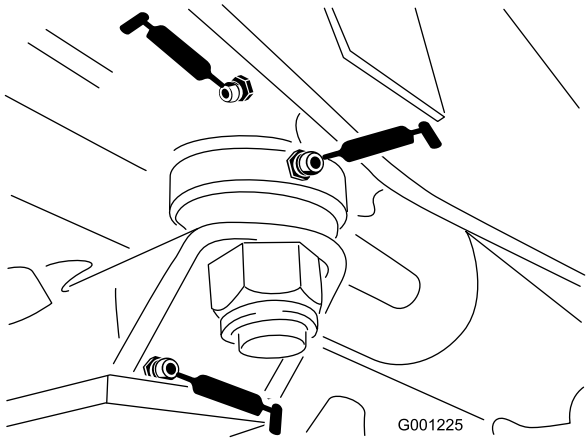

Figuur 43
- Lagerbussen van stuurplaat (Figuur 43)
- Lagerbus van draaipen (Figuur 43)